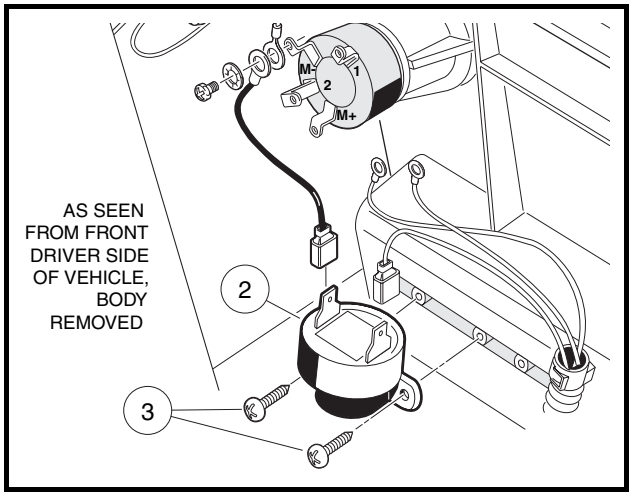

Figure 12-21 Front Reverse Warning Buzzer
3. Disconnect the wires from the reverse warning buzzer (2). Do not allow wires to touch **(Figure 12-21, Page 12-21)**.
4. Remove the mounting screws (3) securing the buzzer to the center dash.
1. Install the screws (3) through the buzzer bracket tabs and tighten to 3.5 in-lb (0.40 N·m) **(Figure 12-21, Page 12-21)**.